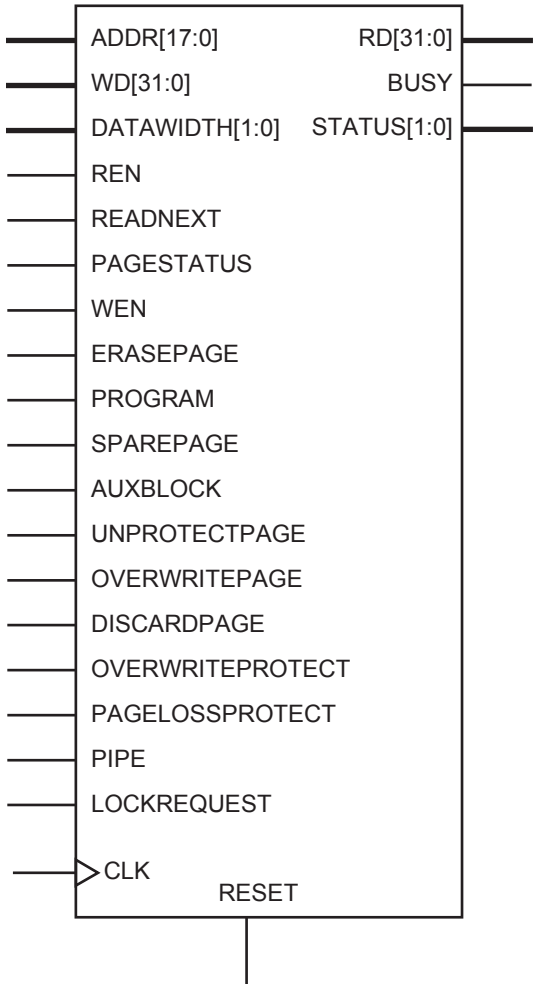

Figure 2-32 • **Flash Memory Block**
Fusion is the first FPGA that offers a flash memory block (FB). Each FB block stores 2 Mbits of data. The flash memory block macro is illustrated in Figure 2-32. The port pin name and descriptions are detailed on Table 2-19 on page 2-40. All flash memory block signals are active high, except for CLK and active low RESET. All flash memory operations are synchronous to the rising edge of CLK.